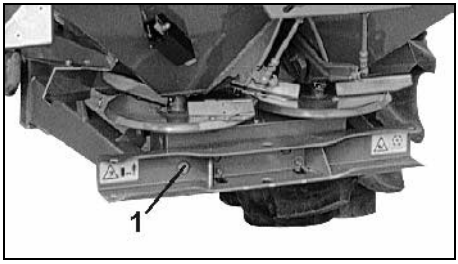

Rys. 52
W normalnych warunkach pracy przekładnia jest bezobsługowa. Fabrycznie napełniona jest wystarczającą ilością oleju przekładniowego. **Stan oleju musi być widoczny w szkiełku przeglądowym (Rys. 52/1)**. Dolewanie oleju z reguły nie jest konieczne.
- Wykręcić szkiełko przeglądowe (Rys. 52/1),
- Wkręcić szkiełko przeglądowe (Rys. 52/1).